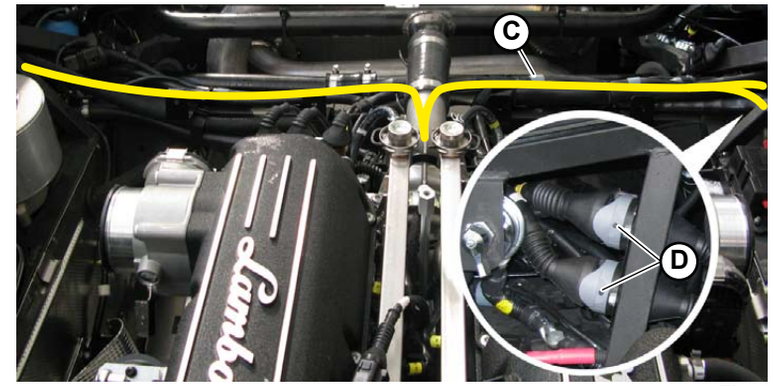

Fig.5
3. Remove the clamps (**C-Fig.5**) and disconnect the wiring harness connectors (**D-Fig.5**) secured onto the rear cross member.